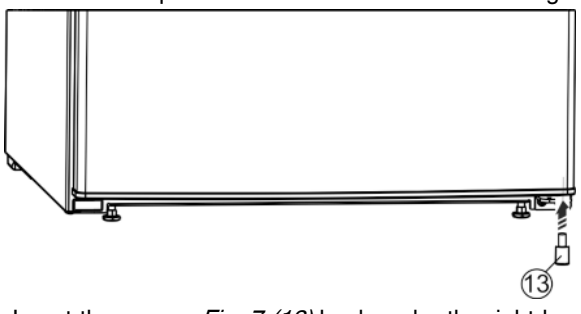

Fig. 7
▶ Insert the spacer *Fig. 7 (13)* back under the right-hand side of the door, as it is important for the stability of the appliance.